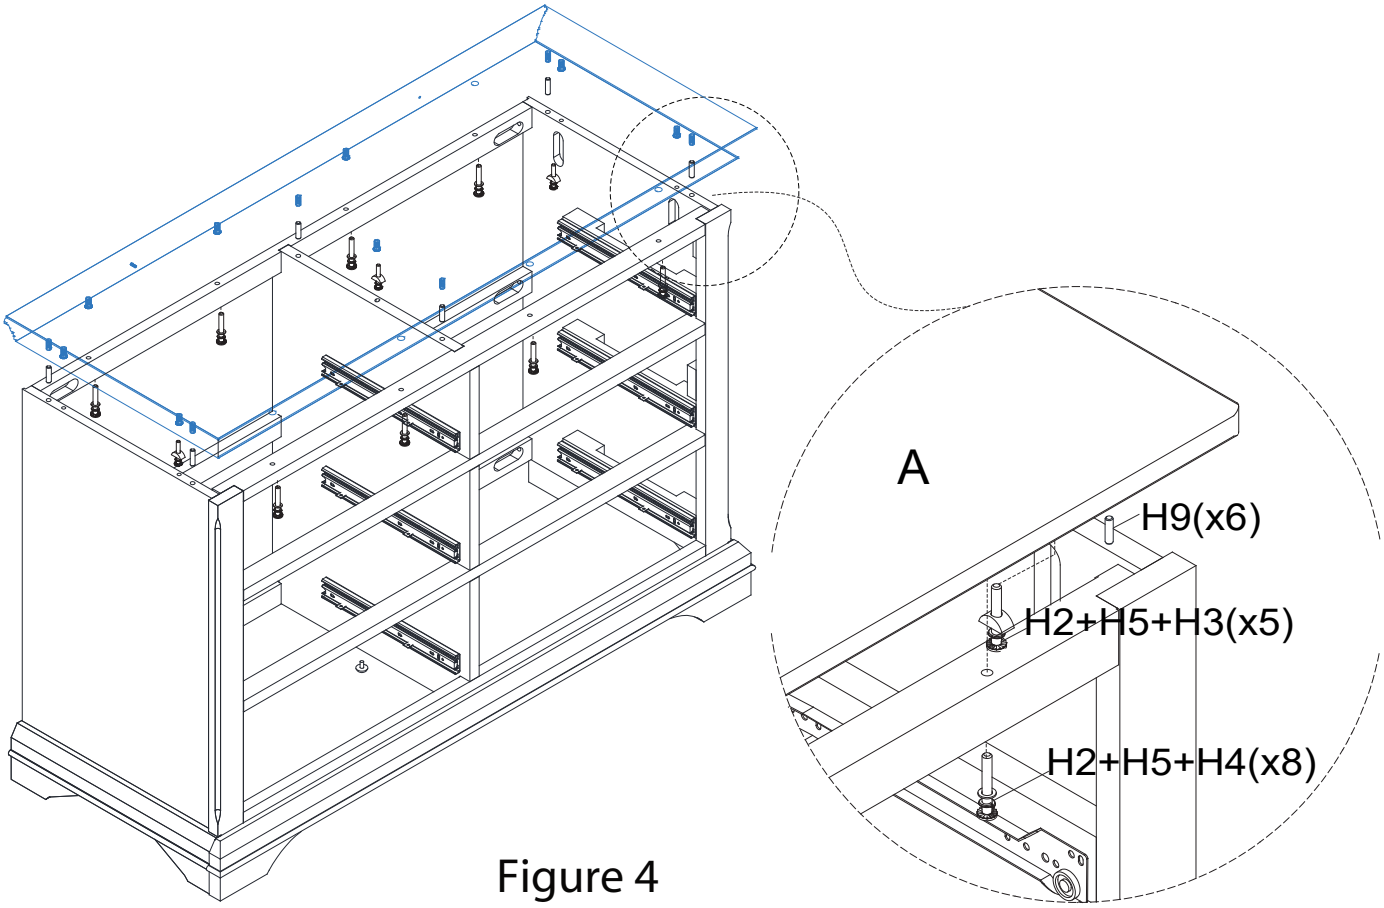

Figure 4
4. Assemble the top (A) as show on figure 4.
4. Attach Matel Connector A (H16)and Matel Connector B (H17). *Figure 4*